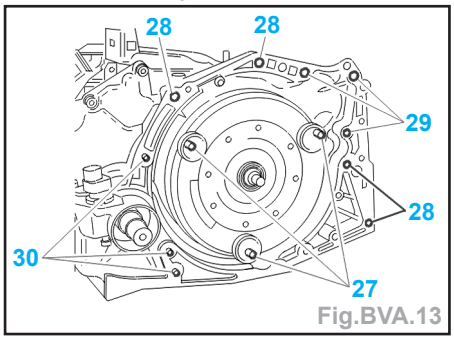

Fig.BVA.13
- Reposer les vis supérieures de fixation boîte de vitesses/moteur (28) (serrage à 5,2 daN.m) (Fig.BVA.13).